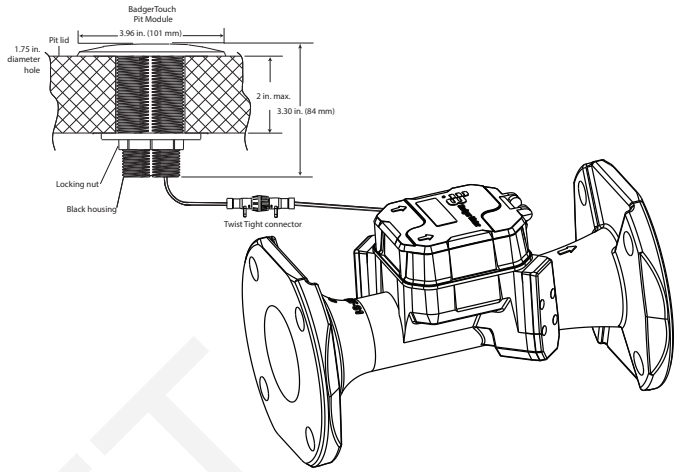

Figure 1: BadgerTouch Pit Module with Twist Tight connector and E-Series Ultrasonic meter
3. Screw the locking nut (large diameter side up) onto the threaded tube of the holder until the locking nut fits snugly against the underside of the pit lid. See *Figure 1*.